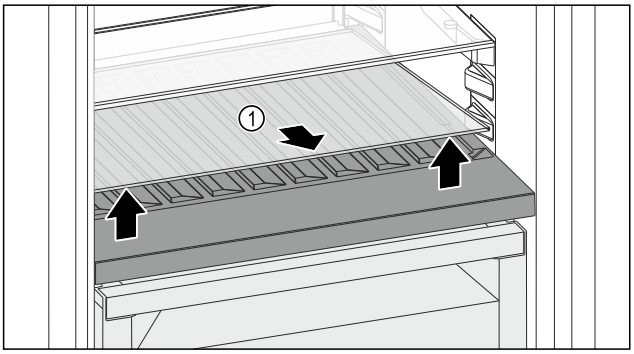

Fig. 180
▶ Ridicați în față și extrageți placa de sticlă *Fig. 180 (1)* din degajare.
▶ Păstrați placa de sticlă *Fig. 180 (1)* în siguranță în afara aparatului.